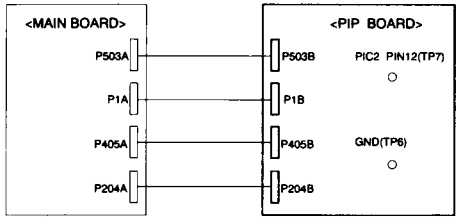

Figure 12
(1) Connect each pin as shown in figure 12 and supply power source to the TV receiver.
(2) Make the antenna terminal not receive any signal.
(3) Push the "ON/OFF" key on the remote control unit which is called with PIP POWER BUTTON.
(4) Connect pin 12(TP7) of PIC2 to the ground(TP6).
(5) Connect the frequency counter (FC-7102, GOLD-STAR) to pin4(TP8) of PIC2.
(6) Adjust PVR1(H-SYNC.) so that the horizontal frequency may be 15680±15HZ.
(7) Disconnect pin12(TP7) of PIC2 from the ground.
(1) Connect each pin as shown in figure 12 and supply the power source to the TV receiver.
(2) Supply the PAL COLOR BAR signal to the antenna terminal.
(3) Push the "ON/OFF" key on the remote control unit.
(4) Adjust a variable capacitor PVC2 slowly so that color may appear on the screen of the TV receiver.
(5) Connect pin 17(TP2) of PIC7 to the ground(TP1).
(6) Adjust a variable capacitor PVC2 so that the color may not flow.
(7) Disconnect the pin 17(TP2) of PIC7 from ground.
(2) Supply the NTSC COLOR BAR signal to the antenna terminal.
(4) Adjust a variable capacitor PVC1 slowly so that color may appear on the screen of the TV receiver.
(6) Adjust a variable capacitor PVC1 so that the color may not flow.